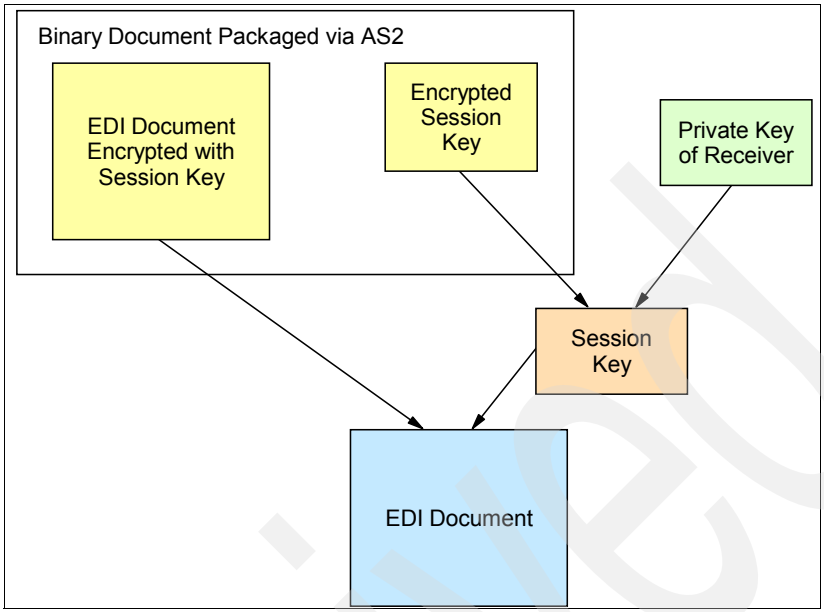

Figure 8-2 Decrypting the session key and EDI document
2. When he obtains the session key, he uses it to decrypt the actual EDI document, as shown schematically in Figure 8-2 on page 210.